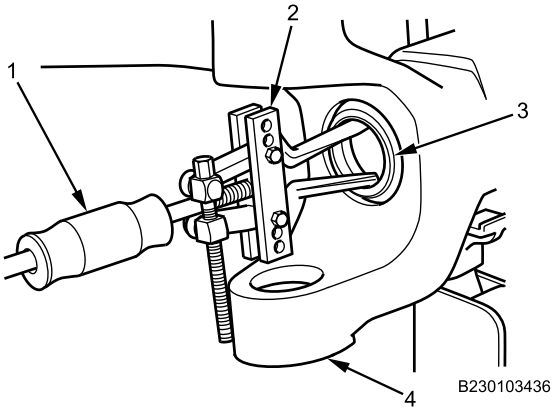

Figure 4. Axle Shaft Oil Seal Removal.
5. Using slide hammer (Figure 4, Item 1) and attachment (Figure 4, Item 2), remove axle shaft oil seal (Figure 4, Item 3) from axle housing (Figure 4, Item 4). Discard oil seal.